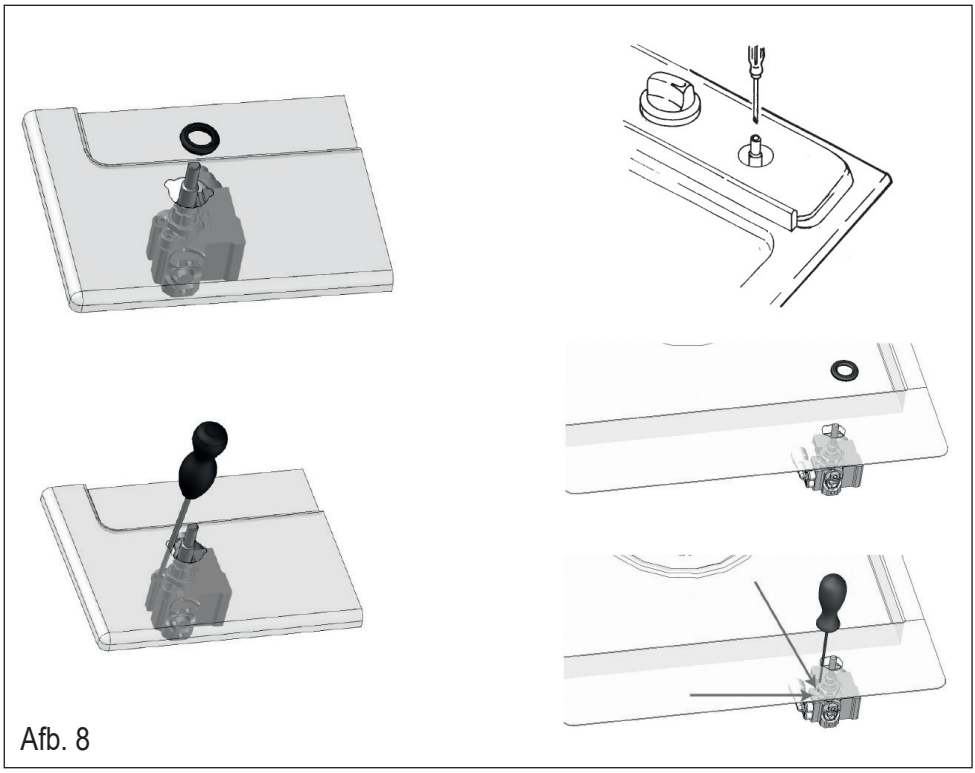

Afb. 8
- Per la regolazione del minimo agire con opportuno cacciavite sulla vite posta sul runibetto (Fig. 8) dopo averlo ruotato in posizione di minimo. Per GPL (butano/propano) avvitare a fondo.